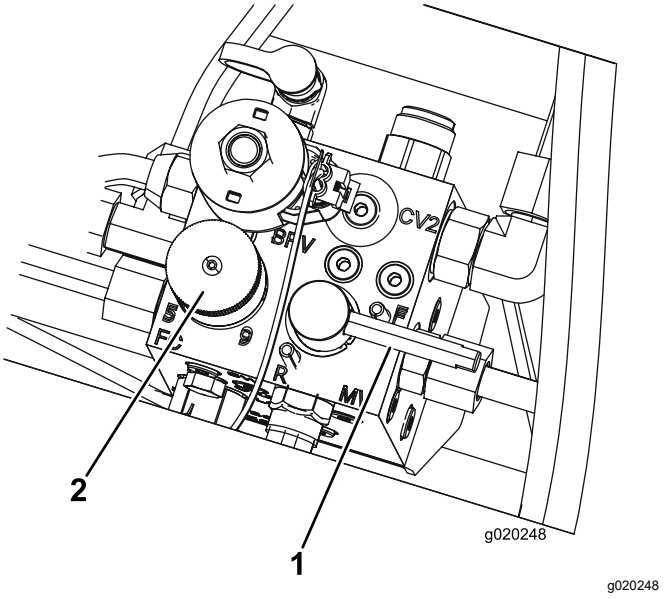

Figuur 83
5. Zet de toerentalregeling van de messenkooien op stand 1 (Figuur 83).
6. Zet de wethendel in de achteruitstand (R) (Figuur 83).